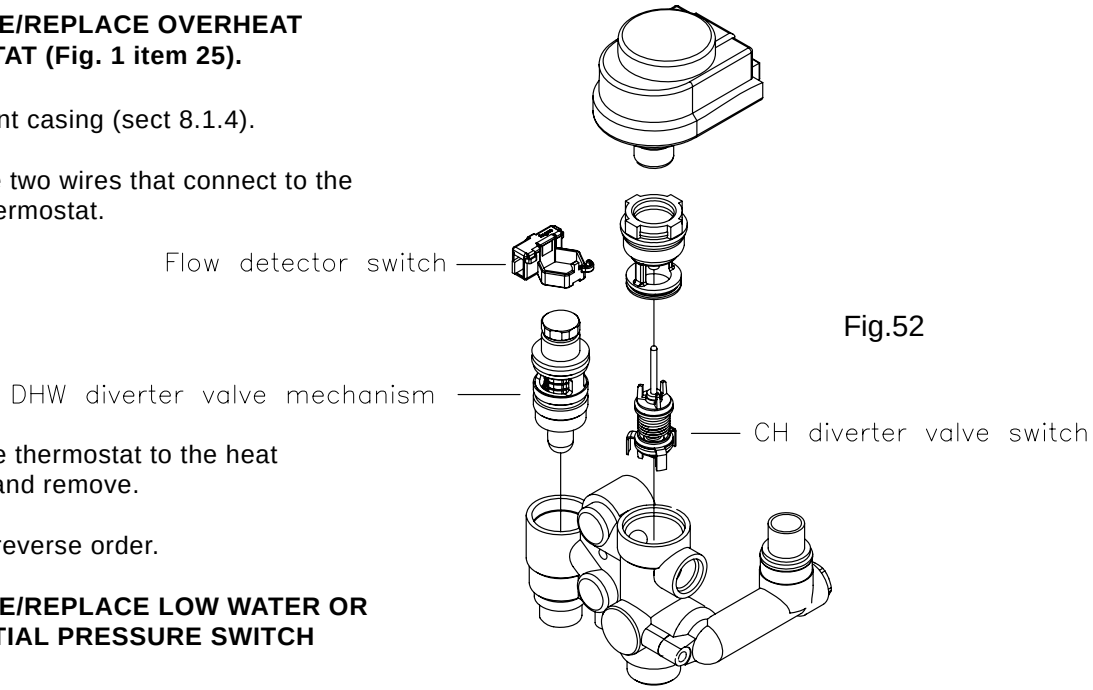

Fig.52
8.12.5 Unscrew the C.H.diverter valve as in Fig.52.
8.13. TO REMOVE/REPLACE DHW DIVERTER VALVE MECHANISM (Fig. 52).
8.13.4 Remove the flow detector as fig.52.
8.13.5 Unscrew the DHW diverter valve as in fig.52.